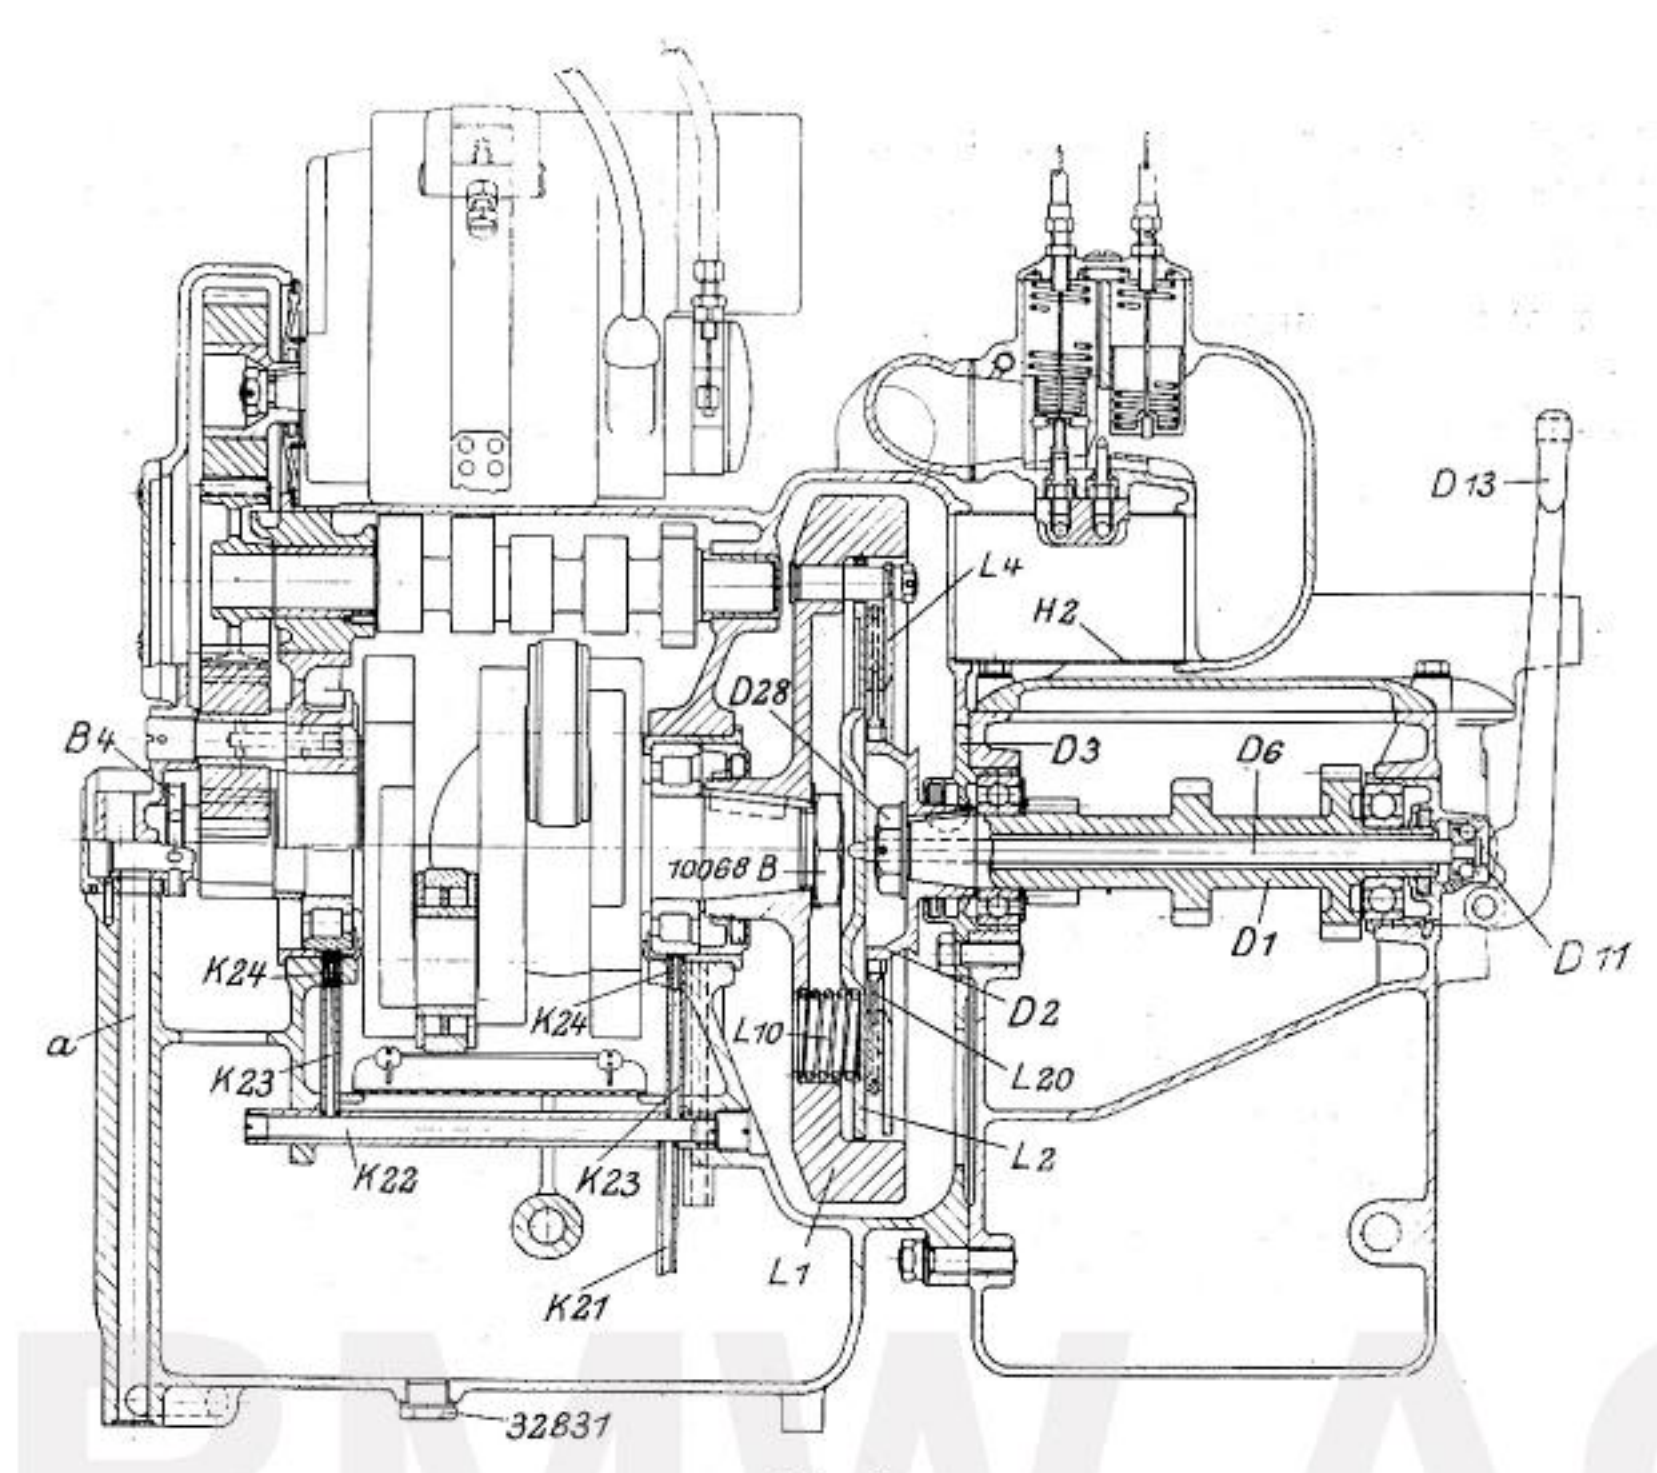

Abb. 9
7. Entlüftung: Die Entlüftung des Kurbelgehäuses ist durch einen mit dem Antriebsrad für Steuerung verbundenen Drehschieber **B 4** (Abb. 9) gesteuert, der von dem vorderen Kurbelwellenende aus angetrieben wird, sodaß der im Motorgehäuse durch das Einwärtsgehen der Kolben entstehende Überdruck durch die in das Gehäuse eingegossene Leitung **a** ins Freie geführt wird. Auf diese Art wird im Motorgehäuse ein geringer Unterdruck erzielt, der ein Austreten von Öl an den Trennfugen des Motorgehäuses wirksam verhindert.
10. Kupplung: Als Kupplung dient eine in Abb. 9 im Schnitt gezeigte Einscheibenkupplung. Der treibende Teil ist das Schwungrad **L 1**, das auf dem Konus der Kurbelwelle aufgekeilt und durch Mutter **10168 B** gesichert ist. Sechs auf der Scheibe des Schwungrades sitzende Kupplungsfedern **L 10** liegen mit ihrem anderen Ende in Vertiefungen eines Drucktellers **L 2** und pressen diesen gegen eine beiderseitig mit Reibbelag versehene Kupplungsplatte **L 20**. Hierdurch drückt letztere gegen die nicht verschiebbare Schlußscheibe **L 4** und nimmt diese bei der Drehung des Motors mit. Die Kupplungsplatte **L 20**, die auf der Kupplungsklaue **D 2** sitzt, überträgt somit die Drehung auf die Hauptwelle **D 1** des Getriebes.
Der Betätigungshebel für die Kupplung befindet sich am Ende des linken Lenkergriffes (Abb. 23) und wirkt durch einen Bowdenzug auf den am Getriebeende des Motorblockes befindlichen Kupplungshebel **D 13** (Abb. 9). Das Ausrücken der Kupplung und somit Unterbrechung der Kraftübertragung auf das Getriebe erfolgt durch Anziehen des Betätigungshebels am Lenker, wodurch der Druckteller **L 2** von der Kupplungsplatte **L 20** durch die Druckstange **D 6** abgehoben wird.
Beim Einfüllen des Öles in das den Ölbehälter bildende Kurbelgehäuse verfahre man stets mit besonderer Sorgfalt, damit keine Unreinigkeiten in die Öldüse gelangen und diese verstopfen. Der Einfülltrichter muß mit einem engmaschigen Siebe oder einem Filter versehen sein und die Einfüllung bis zur oberen Ringmarke des Ölstandprüfstabes vorgenommen werden. Nach etwa 300, 600, 1000 und dann alle 1000 km Fahrt ist das ganze Öl aus dem Gehäuse abzulassen und durch neues zu ersetzen (vgl. auch Abb. 1). Zum Ablassen des verbrauchten Öles entferne man die am Boden des Motorgehäuses befindliche Verschlußschraube **32831** (Abb. 9) mittels des dem Werkzeuge beigegebenen Schlüssels, worauf das Öl abfließt. Den Ölseiher reinige man bei dieser Gelegenheit durch Auswaschen mit Benzin.